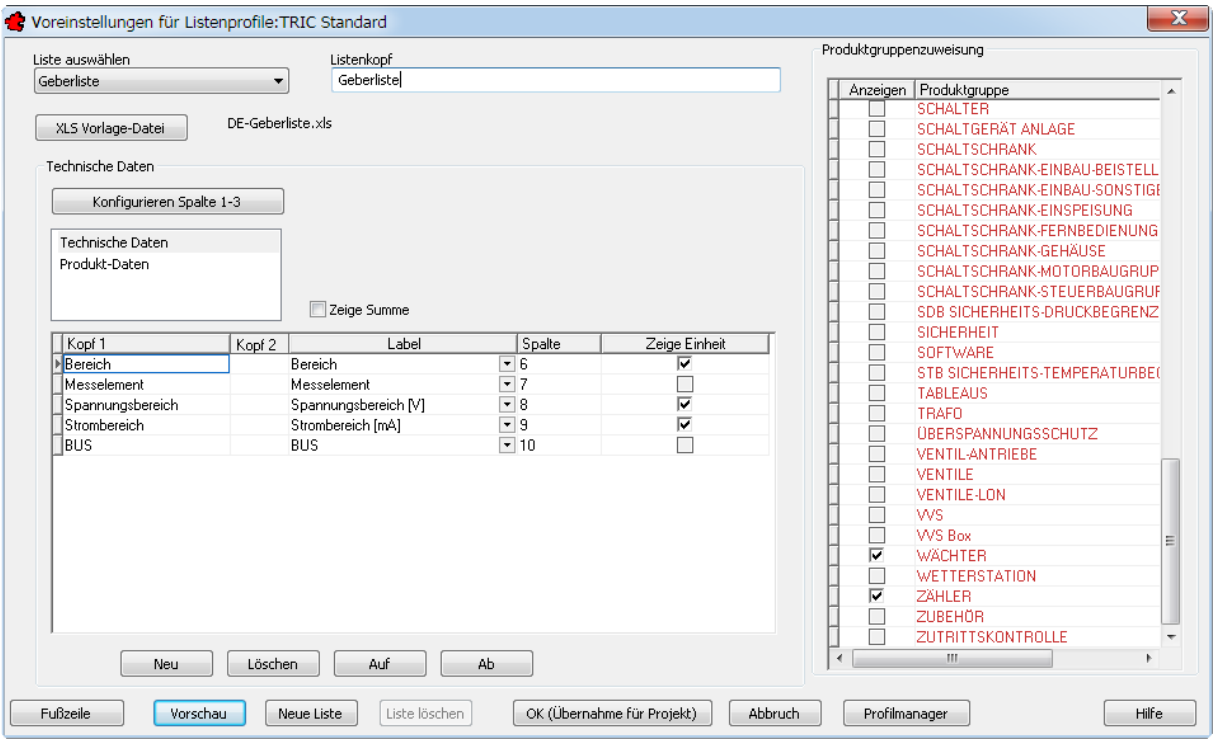

Bild 22.16 – Die Dialogbox *Voreinstellungen für Listenprofile* mit dem aktuellen Profil
- Die Listeneinstellungen erreichen Sie über die Schaltfläche *Einrichten*. Die Dialogbox Voreinstellungen für Listenprofile erscheint mit dem aktuellen Listenprofil im Titel, hier *TRIC Standard* (Abb. 22.16).